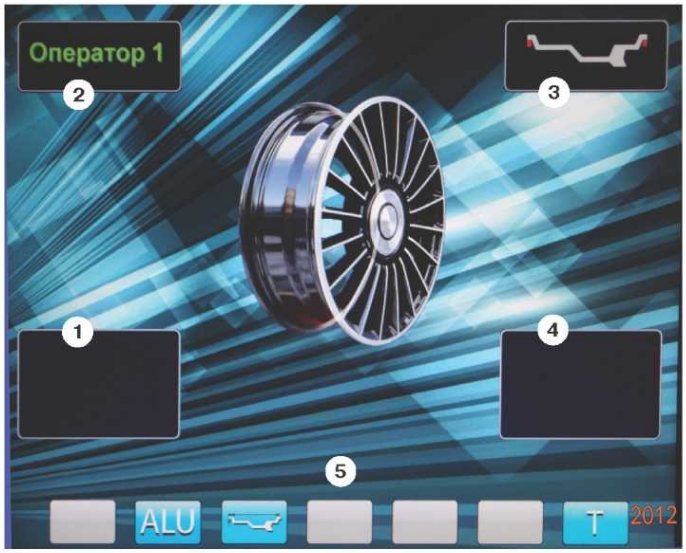
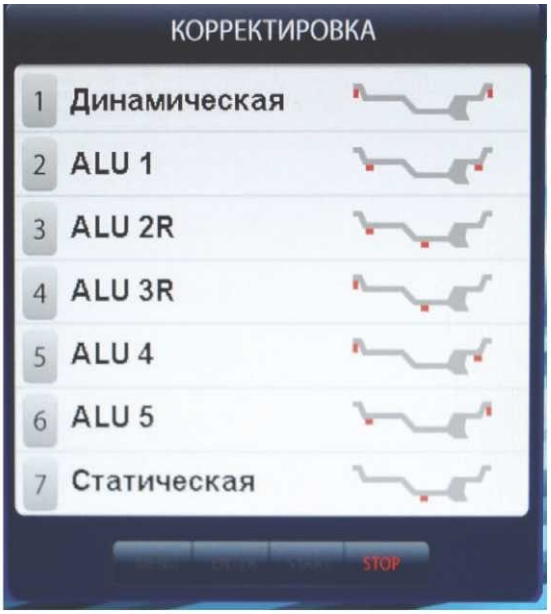

рис.8.2.
рис.11.3.
8.3. После включения питания СБ на экране монитора отображается фирменная заставка, которая через несколько секунд сменяется отображением экрана основного рабочего режима (рис. 8.2).
Для выбора схем расположения грузов в программах ALU1-ALU5 необходимо, находясь в режиме основного рабочего экрана, нажать кнопку «ALU», при этом открывается окно схем установки грузов, отмеченных номерами рис. 11.3. Если после введения размеров колеса установился экран ввода геометрических параметров, необходимо перейти в экран основного рабочего режима нажатием кнопки «STOP». Для выбора нужной схемы нажмите кнопку верхнего ряда клавиатуры с соответствующим номером. Выбранная схема установки грузов отображается в окне 3 экрана основного рабочего режима (рис. 8.2).
12.2. При включении СБ программа измерения дисбаланса настраивается таким образом, что дисбаланс менее 8 г (заводская установка) на любой плоскости коррекции не показывается, в этом случае в окнах 1 и 4 (рис. 8.2) высвечиваются «ОК». Минимальный дисбаланс отображающийся в окнах 1 и 4 равен 8 г. Дисбаланс, превышающий 8г, округляется до величины кратной 5, т.е. дисбаланс 9, 10, 11 и 12 г отображается цифрой 10, дисбаланс 13, 14,15, 16 и 17 г - цифрой 15 и т. д. Для просмотра неокругленного значения дисбаланса или дисбаланса менее 8г. необходимо нажать кнопку «<», при этом в окнах 1 и 4 на 2-3 сек высвечиваются фактические значения дисбаланса, определенные в данном запуске.
12.3.4. Для проверки результатов балансировки снова запустите СБ. Если колесо отбалансировано правильно, на индикаторах 1 и 4 (рис. 8.2.) отображаются символы «ОК».